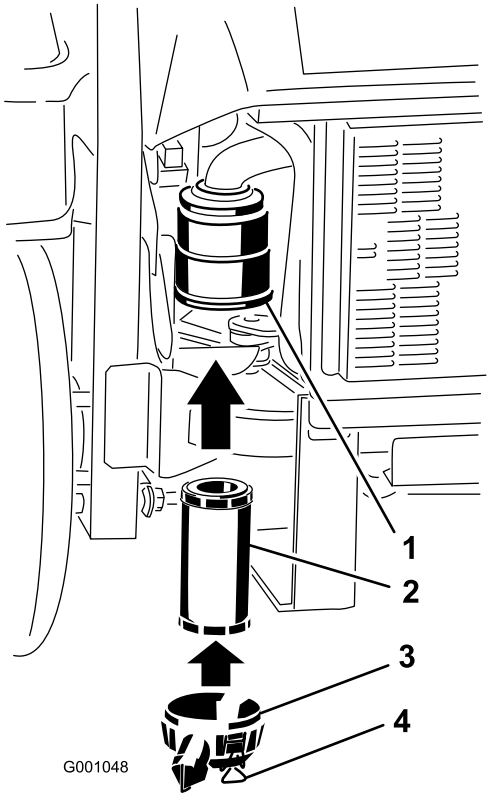

Rysunek 41
2. Ostrożnie wsuń filtr do obudowy filtra (Rysunek 41). Upewnij się, że został prawidłowo osadzony, naciskając zewnętrzną krawędź filtra podczas montażu.
3. Załóż pokrywę filtra powietrza i zamocuj za pomocą zaczepów (Rysunek 41).